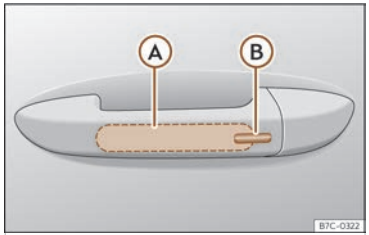

Abb. 46 Türgriff: Sensorflächen.
››› **(Abb. 46)**
- Berühren Sie die auf der Außenseite des Türgriffs befindliche Sensorfläche ››› **(Abb. 46)** Ⓑ. Alle Blinker leuchten einmal auf.
- Berühren Sie innerhalb von 5 Sekunden einmal die auf der Außenseite des Türgriffs befindliche Sensorfläche ››› **(Abb. 46)** Ⓑ. Ergreifen Sie dabei nicht den Türgriff. Das System Keyless Access ist jetzt vorübergehend deaktiviert.
Um mit der **Komfortfunktion** alle elektrischen Seitenfenster und das Glasdach zu schließen, lassen Sie einen Finger einige Sekunden auf der Sensorfläche für Verriegelung ››› **(Abb. 46)** Ⓑ am Türgriff, bis die Seitenfenster und das Dach geschlossen sind.